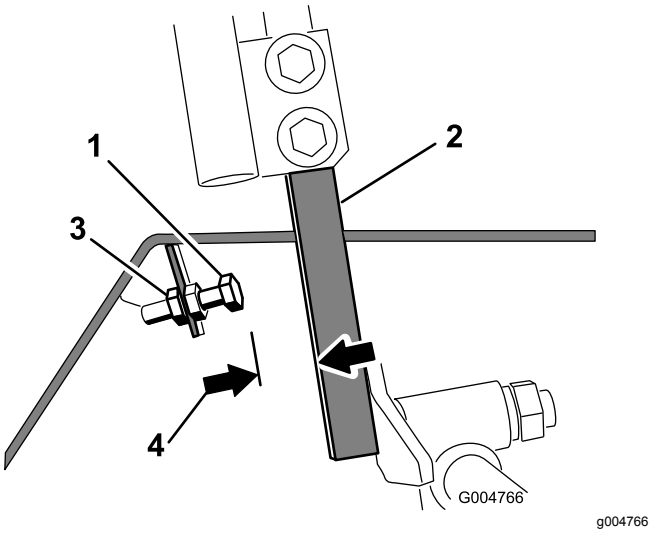

Figur 54
4. Løsne låsemutteren på stoppebolten for en kontrollspak (Figur 54).